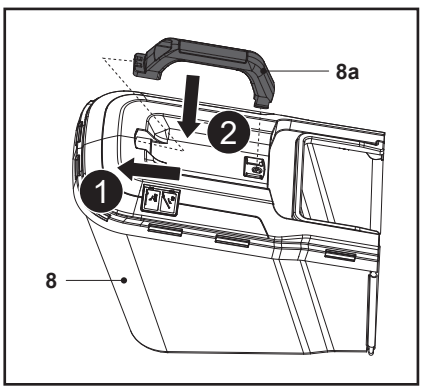

Fig. 6
2. Monter la poignée de transport (8a) dans les deux encoches d'assemblage du châssis supérieur du bac de ramassage (8), en veillant à l'orienter correctement (Fig. 6).